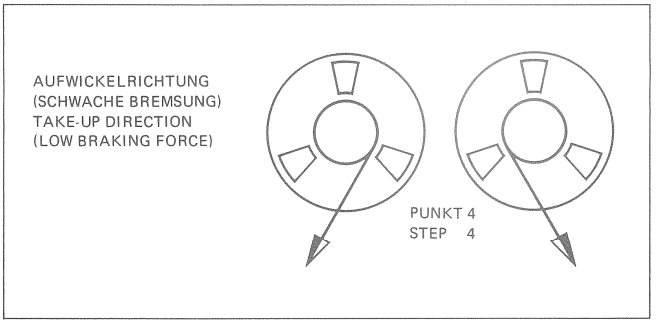

Fig.3.4
4. **Braking force adjustment in take-up direction** (light braking) -> Fig.3.4